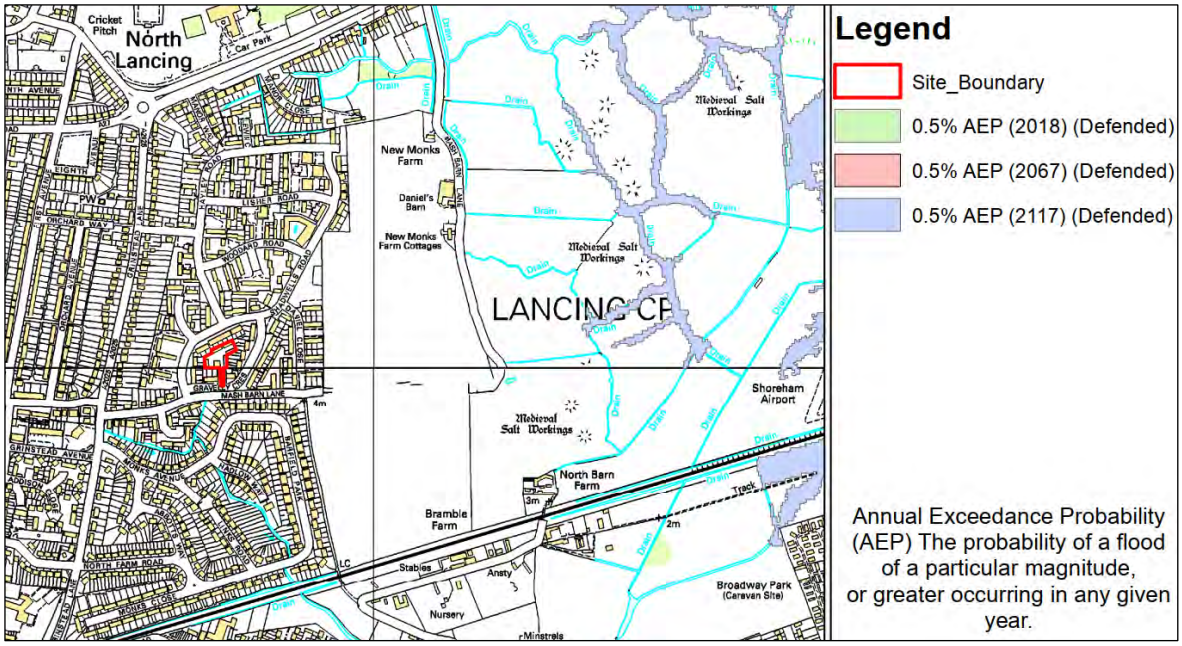

Figure 5.1 Extract of the EA Product 4 Flood Data.
5.3 The EA flood data also includes the 2018 defended Arun to Adur Coastal Tuflow Model which considers the flood defences. This mapping, shown in Figure 5.1 below, demonstrates that site does not flood for the modelled 2117 horizon. This modelling does not include the further recently completes flood defences as part of the nearby New Monks Farm development and the site is therefore considered to be at a low risk of tidal flooding in the defended scenario.